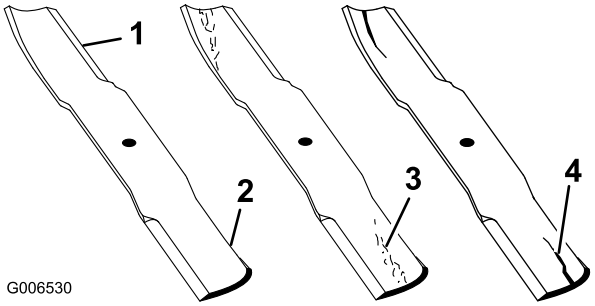

Figur 22
2. Undersök knivseggarna noggrant, i synnerhet där knivens flata och böjda del möts (Figur 22). Kontrollera kniven innan du använder gräsklipparen eftersom sand och slipande material kan slita bort metallen som förenar knivens flata och böjda delar. Om du upptäcker slitage (Figur 22) ska du byta ut kniven. Se Ta bort kniven.
Om du låter en kniv bli sliten bildas ett spår mellan seglet och knivens flata del (Figur 22). Till slut kan en bit av kniven gå av och slungas ut från under kåpan och kanske skada dig eller kringstående allvarligt.